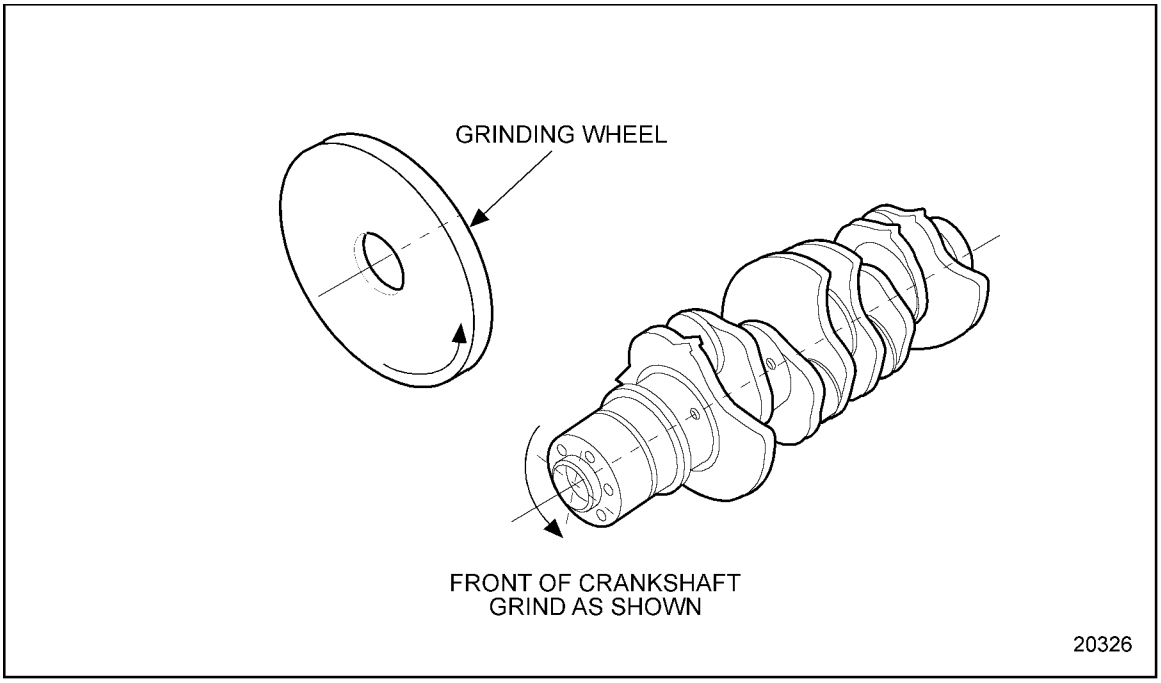

Figure 1-528 Crankshaft Grinding Rotation
1. Connecting rod and main bearing journal grinding should be performed with crankshaft rotation opposite to actual engine rotation. See Figure 1-528.